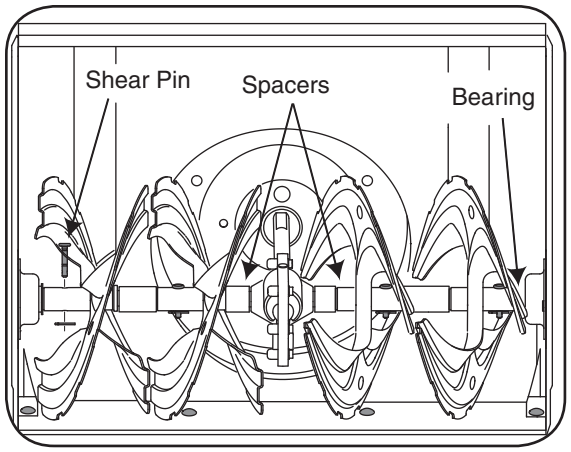

Figure 6-2
Enlevez les goupilles de cisaillement sur l'arbre de la tarière, au moins une fois par saison. Vaporisez un lubrifiant à l'intérieur de l'arbre et autour des entretoises. Lubrifiez aussi les roulements à bride trouvés à chaque extrémité de l'arbre de la tarière. Voir la Figure 6-2.
- Deux goupilles de cisaillement et deux goupille fendue mainteiennent les tarières sur l'arbre de la tarière. Les goupilles sont sensés de peut être cisailler si la souffleuse heurte un objet ou un bloc de glace. Voir la Figure 6-2.